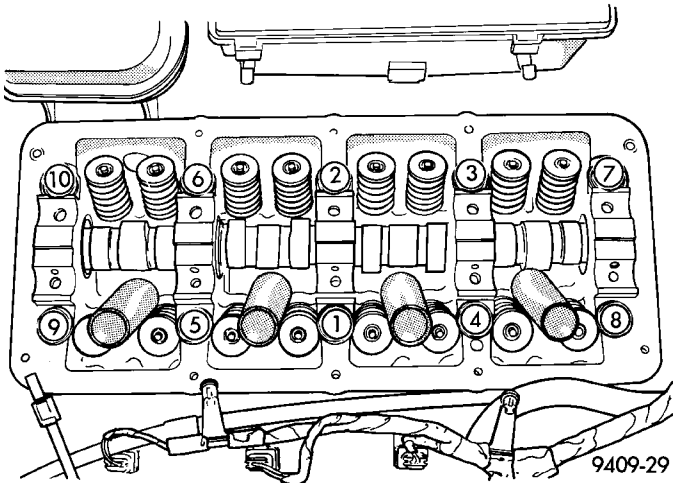

Fig. 34 Secuencia para apretar la culata de cilindros
(1) Antes de instalar los pernos, deben engrasarse las roscas con aceite de motor. Los cuatro pernos cortos de 110 mm (4,330 pulgadas) deben instalarse en las posiciones 7, 8, 9 y 10 (Fig. 34).
(2) Apriete los pernos de la culata de cilindros en la secuencia que se muestra en la (Fig. 34). Siguiendo el método de ajuste de torsión de 4 pasos, apriete según los siguientes valores: